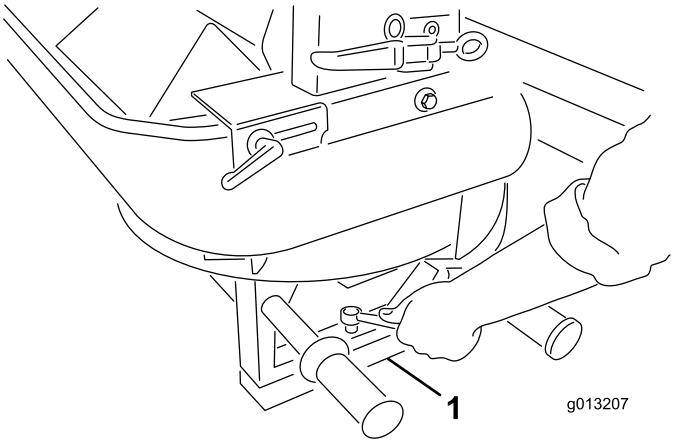

Figuur 6
5. Neem de vier schroeven uit de poten van de dubbele spinner. Til de dubbele spinner samen met een tweede persoon en verwijder de tapeinden en piepschuim(Figuur 6).